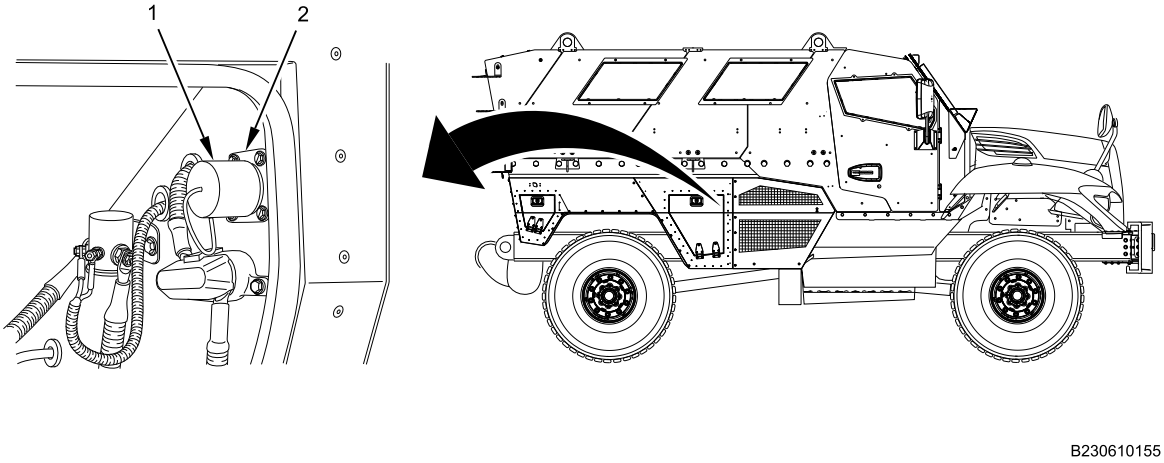

Figure 1. NATO Jump Start Connector Cover.
1. Remove cover (Figure 1, Item 1) from the NATO jump start connector (Figure 1, Item 2).